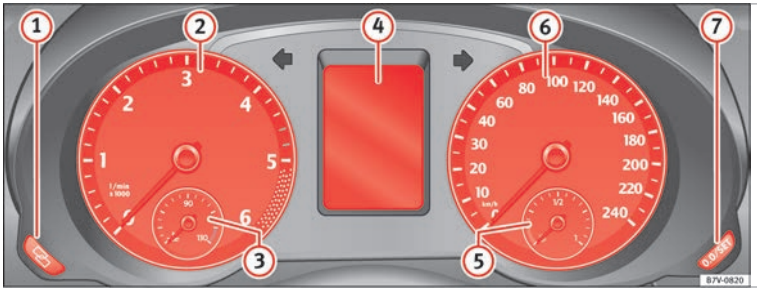

Fig. 117 Instrument panel, on dash panel.
Details of the instruments ››› **Fig. 117**:
– To continue setting, press 0.0 / SET ››› Fig. 117 ⑦. Hold button down to scroll through the numbers quickly.
② **Rev counter** (with the engine running, in thousands of revolutions per minute).
Together with the gear-change indicator, the rev counter offers you the possibility of using the engine of your vehicle at a suitable speed. The start of the red area ››› Fig. 117 indicates the maximum engine speed working at operating temperature. However, it is advisable to change up a gear or move the selector lever to **D** (or lift your foot off the accelerator) before the needle reaches the red zone ››› ❗. We recommend that you avoid high revs and that you follow the recommendations on the gear-change indicator. Consult the additional information in ››› page 197.
A variety of information can be viewed on the instrument panel display ››› Fig. 117 ④, depending on the vehicle equipment:
The service indication is shown on the dash panel display ››› Fig. 117 (4).